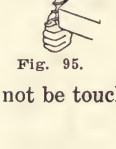

Fig. 95.
83. **Sharpening Auger Bits.**—An auger bit file is used to sharpen a bit. The nibs on the inside are sharpened with the flat side of the file to preserve the original diameter of the bit. The cutting lip should be sharpened on the side near the spur with the edge of the bit file. The original angle of the lip must not be destroyed. The upper side of the lips and the outside of the nibs should not be touched with a file. See Fig. 95.